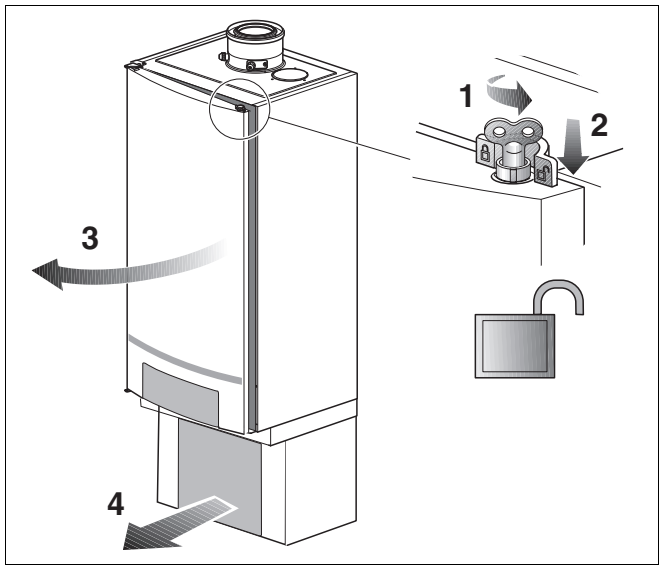

Bild 16 Kesseltür öffnen
- Verschluss der Kesseltür mit dem Entlüftungsschlüssel eine viertel Umdrehung lösen (Bild 16, **Pos. 1**).
- Verschluss nach unten drücken (Bild 16, **Pos. 2**) und Kesseltür öffnen (Bild 16, **Pos. 3**).
- Abdeckblende der Anschlussgruppe entfernen (Bild 16, **Pos. 4**).